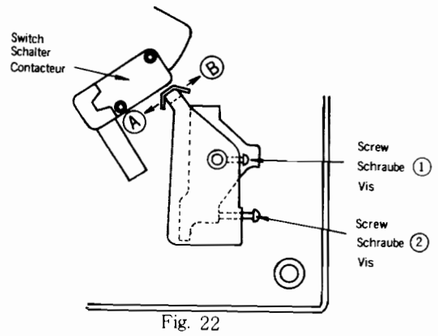

Fig. 22
4. Rückführautomatik und Netzschalter (siehe Abb. 22)
4. Retour automatique et réglage de contacteur d'alimentation. (Voir Fig. 22)